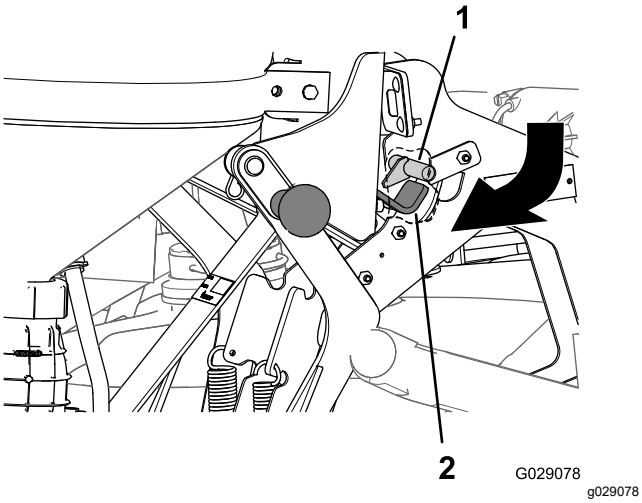

Rysunek 34
3. Pociągnij uchwyt pompy strumieniowej na zewnątrz i w dół, aż hak zatrzasku po wewnętrznej stronie płyty tylnej odsunie się od pręta zatrzasku głównego zespołu ramy wsporczej (Rysunek 34).
3. Popchnij uchwyty u góry łoża, aż część haka zatrzasku ustawi się za prętem zatrzasku głównej ramy wsporczej (Rysunek 34).